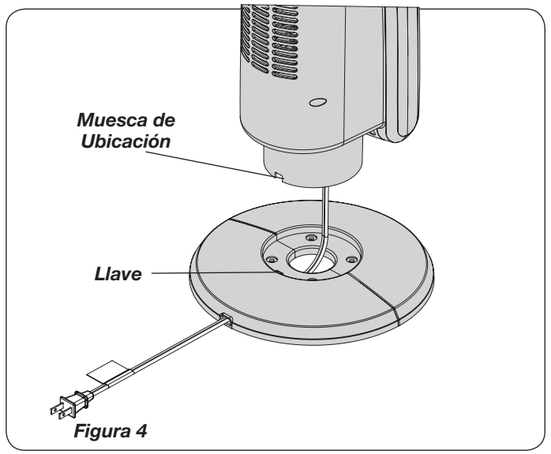
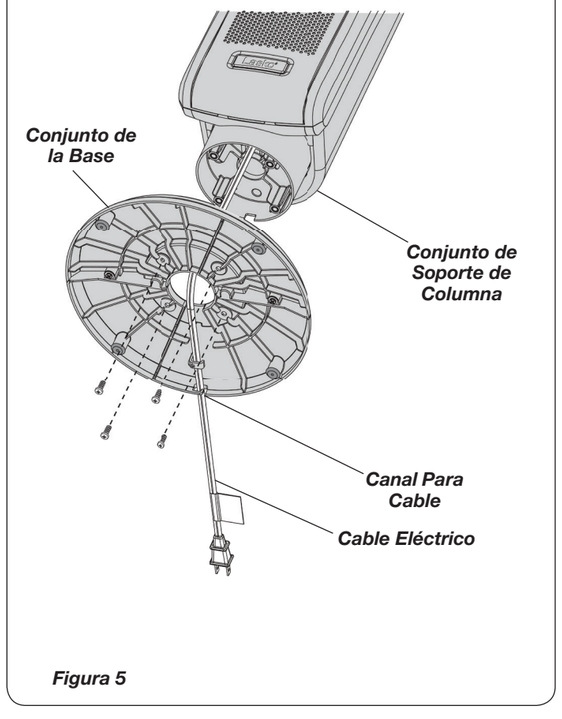

Figura 4
Figura 5
3. Alinee el ***Conjunto de la Base*** con el ***Conjunto de Soporte de Columna***. Cerciórese de que la ***Muesca de Ubicación*** en el ***Conjunto de Soporte de Columna*** quede alineada con la ***Llave*** en el ***Conjunto de la Base (Figura 4)***. Una el ***Conjunto de la Base*** al ***Conjunto de Soporte de Columna*** con (4) tornillos M5 X 13 mm. Jale suavemente el ***Cable Eléctrico*** para que no quede holgado, y colóquelo en el ***Canal Para Cable*** del ***Conjunto de la Base***. ***(Figura 5)***